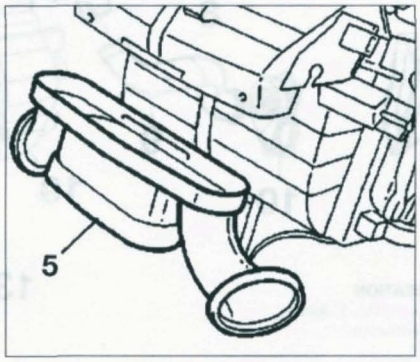

FIGURE 10-21
• Déposer les rivets de fixation du répartiteur d'air (5), puis le déposer **(figure 10-21)**.